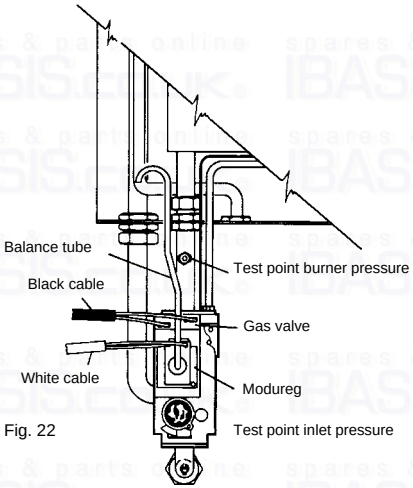

Fig. 22
b. Loosen the screw in the burner pressure test point (fig. 22) and attach a gauge.